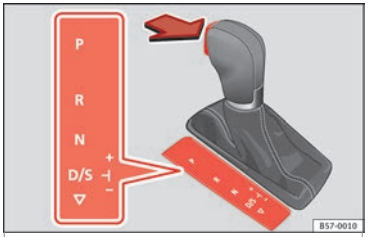

Rys. 180 Blokada dźwigni automatycznej skrzyni biegów.
– Nacisnąć pedał hamulca *i* jednocześnie przytrzymać przycisk blokady w kierunku strzałki ››› **rys. 180**.